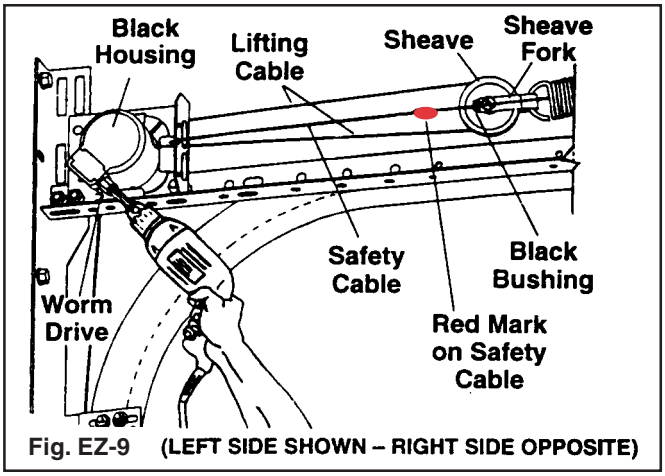

Fig. EZ-9 (LEFT SIDE SHOWN – RIGHT SIDE OPPOSITE)
**Step 8:** Wind the worm drive on the black housing with a standard 3/8" drill using the 1/4" hex driver provided. Make sure 1/4" hex driver is inserted completely into the worm drive. The spring is tensioned by operating the drill in the forward (clockwise) direction. (FIG. EZ-9)